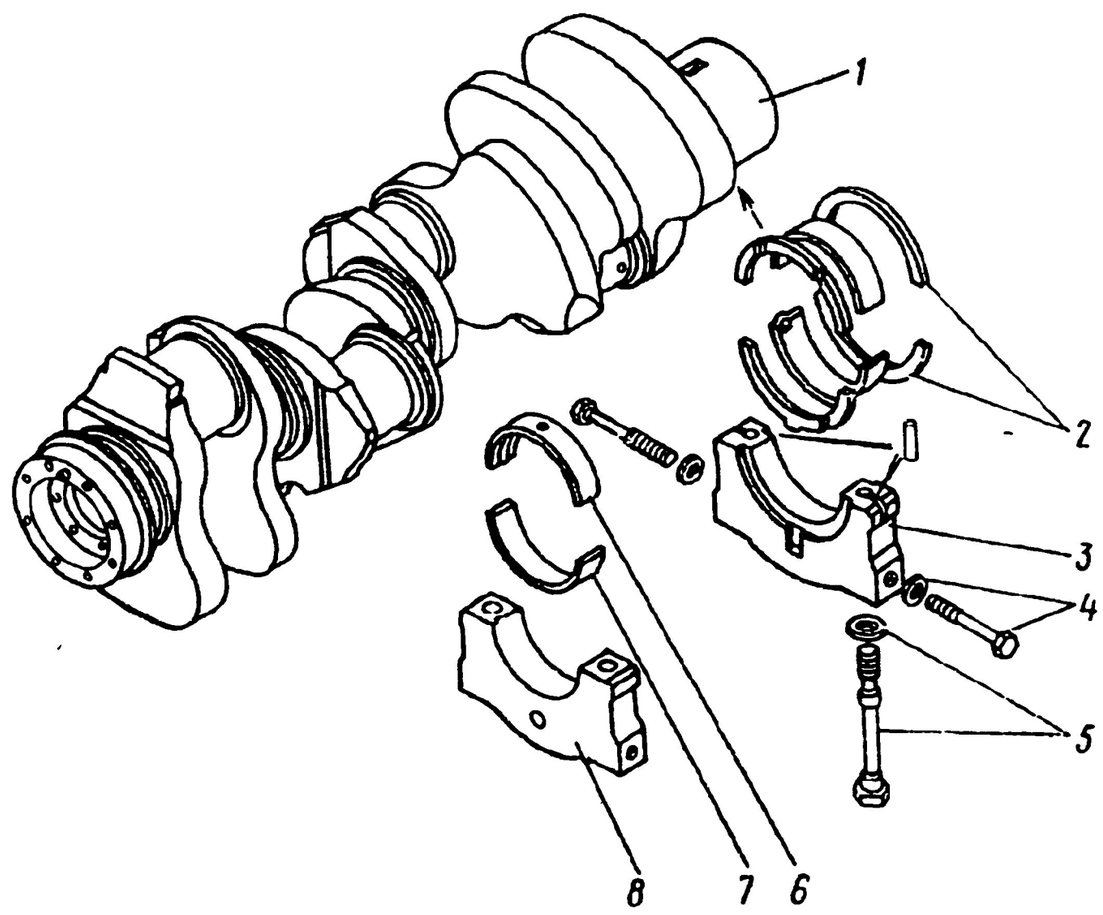

Рис. 32. Вал коленчатый:
9. Выверните стяжные болты *4* (рис. 32) и болты *5* крепления крышки коренного подшипника третьей опоры	Сменные головки 19, 24 мм, вороток